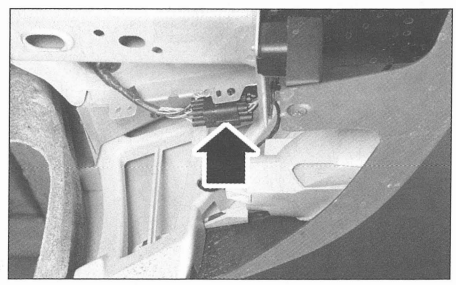

FIG. 88
• Sacar el conector del cableado de parachoques **(fig. 88)**.